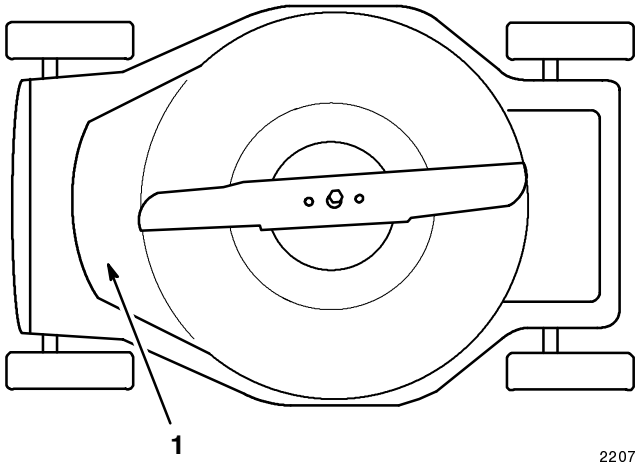

Figure 20
- Clean the underside of the lawn mower housing. Be particularly careful to keep the front cavity clear of all debris (Fig. 20). Remove dirt and grass clippings with a hardwood scraper. Avoid burrs and sharp edges.
2. Tip the lawn mower on its side (Fig. 20).